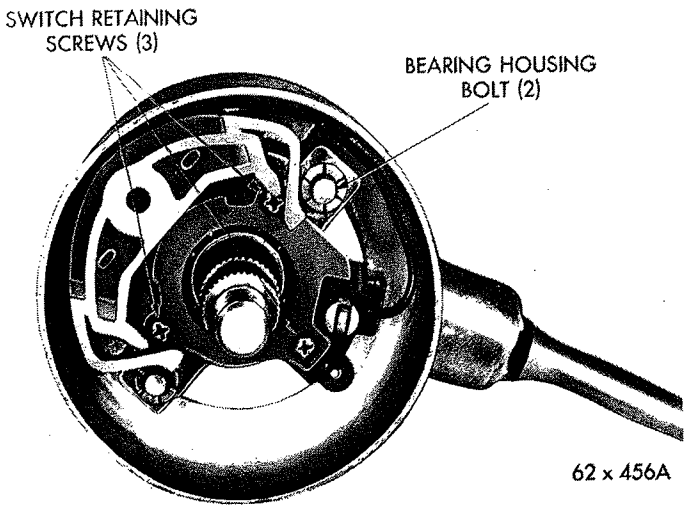

***Fig. 28—Steering Column—Upper End***
(1) Remove turn signal lever retaining screw and remove the lever.
(2) Remove the three switch retaining screws (Fig. 28) and pull turn signal switch and switch plate up and out, feeding wires and connectors through the steering column jacket.
(3) Disengage column jacket lower seal from lip on the jacket, and slide seal down toward the coupling (not used on Fury Models).
(21) Position turn signal switch assembly in bearing housing, while feeding wiring through steering column and out through opening provided in the column jacket.
(22) Place switch plate over switch, and install three retaining screws (Fig. 28). Tighten screws to 24 inch-pounds.
(23) Position turn signal lever in the assembly, sighting down through hole in switch to align screw hole, and install the lever attaching screw. Tighten screws to 24 inch-pounds.